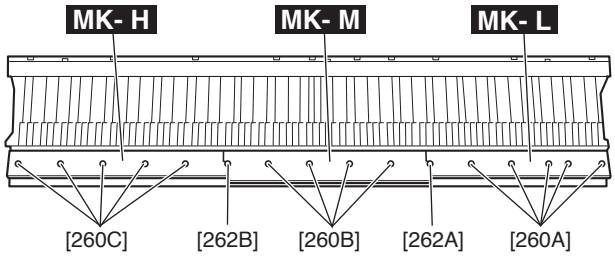

Fig.28（図 28）
Remove the five (5) screws marked [260A] and the screw marked [262A]. The MK-L circuit board can then be removed. (Fig.28)
Remove the four (4) screws marked [260B], the screw marked [262A] and the screw marked [262B]. The MK-M circuit board can then be removed. (Fig.28)
Remove the five (5) screws marked [260C] and the screw marked [262B]. The MK-H circuit board can then be removed. (Fig.28)
[260A] のネジ 5 本と [262A] のネジ 1 本を外して、MK-L シートを外します。（図 28）
[260B] のネジ 4 本、[262A] のネジ 1 本と [262B] のネジ 1 本を外して、MK-M シートを外します。（図 28）
[260C] のネジ 5 本と [262B] のネジ 1 本を外して、MK-H シートを外します。（図 28）
Tighten the five (5) screws marked [260A] and the screw marked [262A] to fix the MK-L circuit board. (Fig.28)
Tighten the four (4) screws marked [260B], the screw marked [262A] and the screw marked [262B] to fix the MK-M circuit board. (Fig.28)
Tighten the five (5) screws marked [260C] and the screw marked [262B] to fix the MK-H circuit board. (Fig.28)
MK-L シートを取り付け、[260A] のネジ 5 本と [262A] のネジ 1 本を取り付けます。(図 28)
MK-M シートを取り付け、[260B] のネジ 4 本と [262A] のネジ 1 本、[262B] のネジ 1 本を取り付けます。(図 28)
MK-H シートを取り付け、[260C] のネジ 5 本と [262B] のネジ 1 本を取り付けます。(図 28)